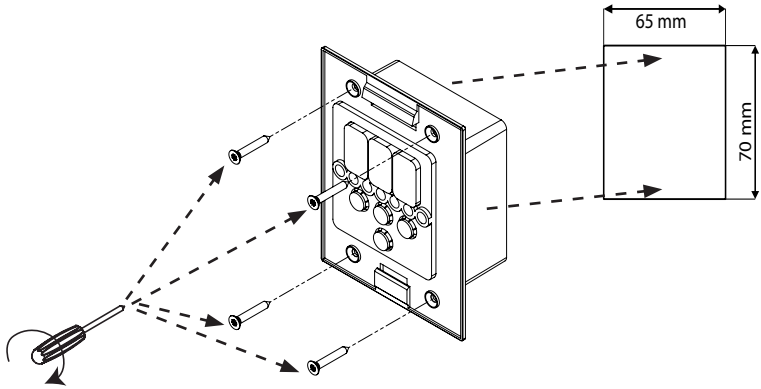
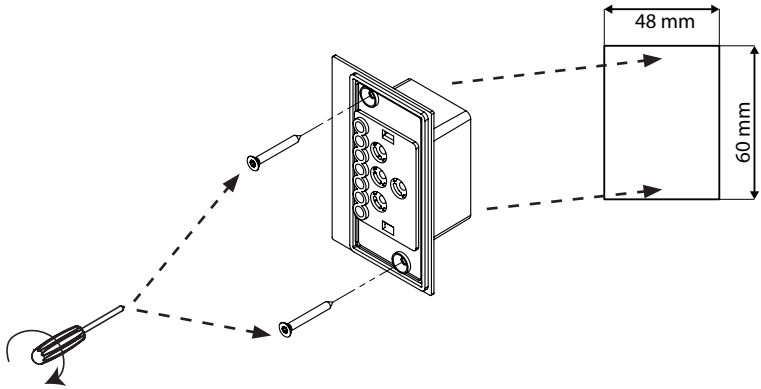

Abb.5 Montage Bedienteil Pro D
Abb.6 Montage Zusatzausgang Bedienteil (optional)
1. Mit beispielsweise einer Stichsäge die Ausnehmung 70 x 65 oder 60 x 48 mm schneiden (siehe **Abb.5** und **Abb.6)**.